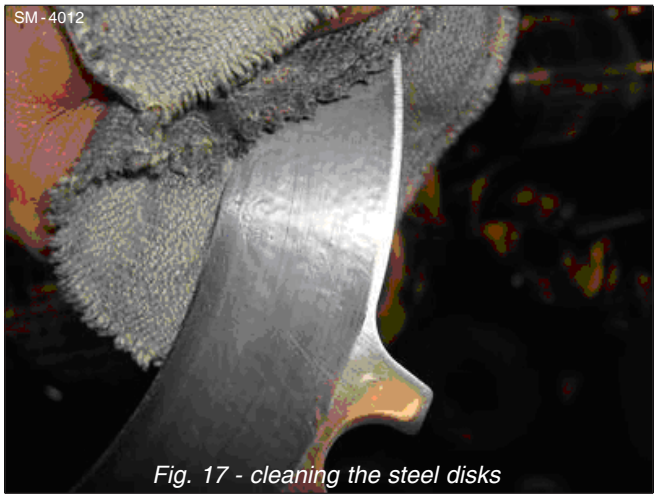

Fig. 17 - cleaning the steel disks
11. Clean the steel discs (36) of oil.Refer to fig.17